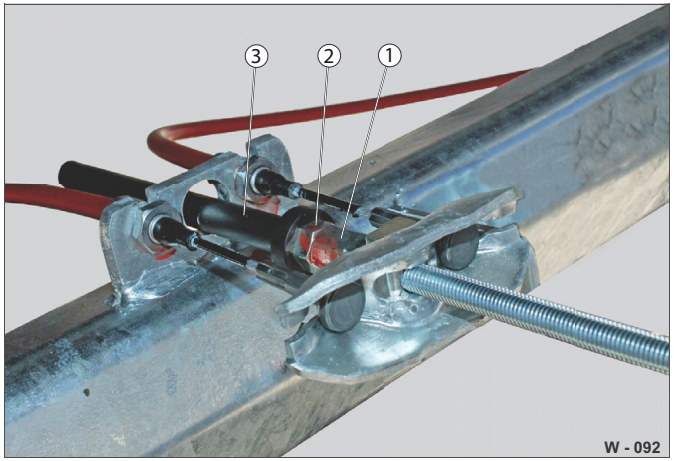

Abb. 64 Příklad: Vyvážení brzd napnuto
- ▶ Spojte brzdové táhlo na vyvažovacím tělísku s kulovou maticí (Abb. 64/2) – neutahujte.
- ▶ Kulovou matici zajistěte pojistnou maticí (Abb. 64/1).
Držák brzdového táhla (Abb. 64/3) brání tomu, aby se brzdy během jízdy neúmyslně aktivovaly.